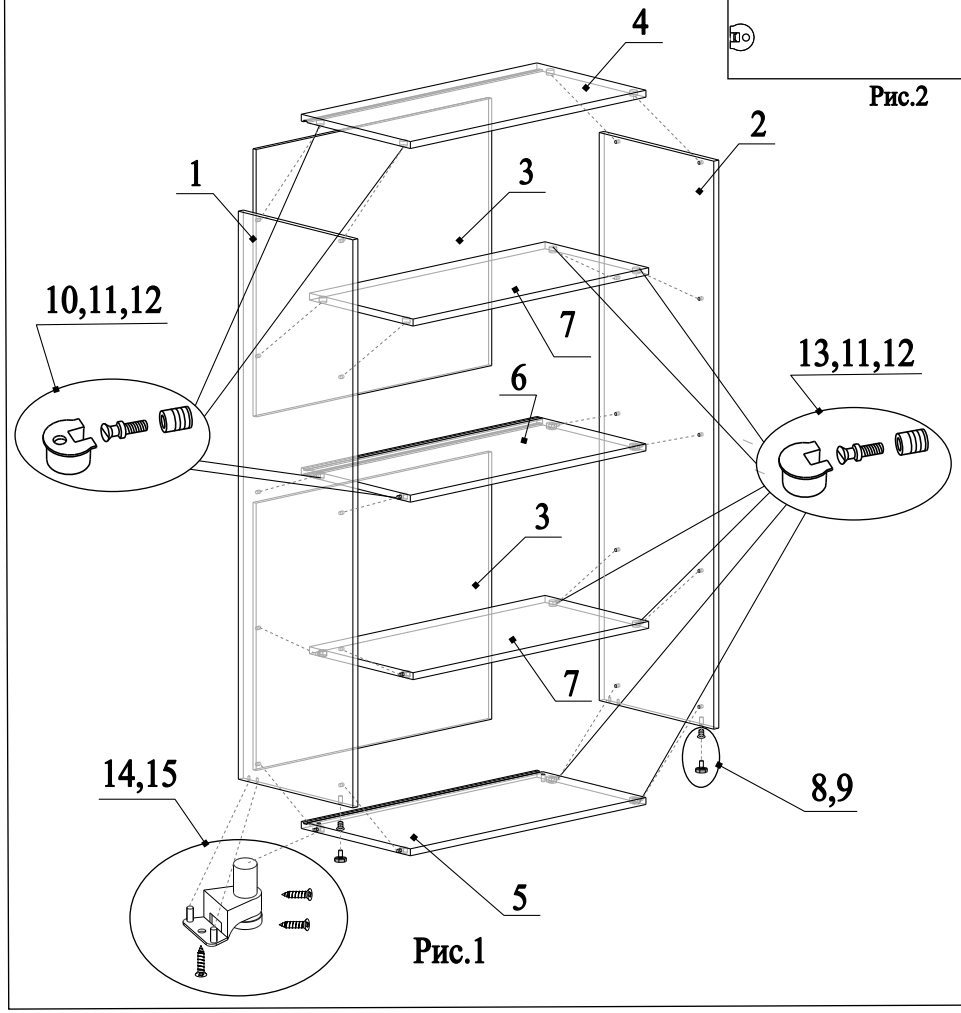

Рис.1
1. В нижние торцы боков 1 и 2 закрутить футорку 9 (отверстия, ближайщие к переднему торцу бока) и вкрутить в них опору 8 (рис.1);
2. В нижние торцы боков 1 и 2 вставить опору регулировочную 14 (отверстия, ближайщие к заднему торцу бока) и прикрепить шурупами 15 (рис.1);
3. Забить пластиковые муфты 12 в бока 1 и 2 (рис.1);
4. Вкрутить дюбели 11 в муфты 12 согласно рис. 1;